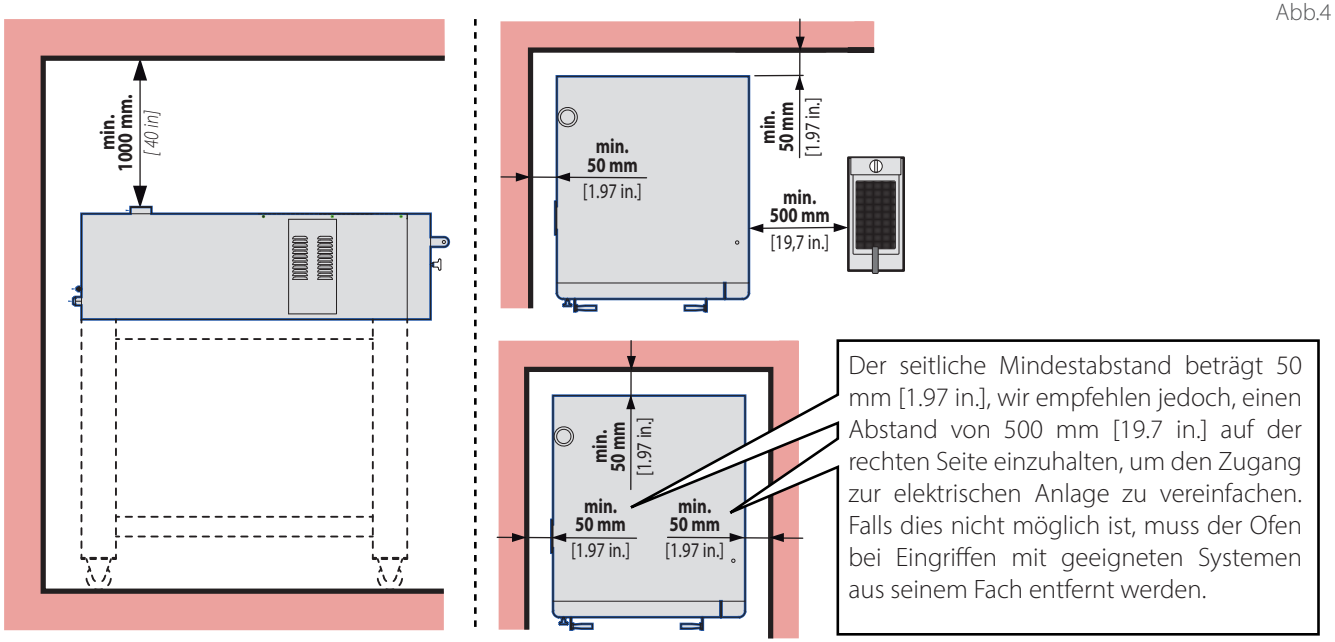

Abb.4
- dass die Mindestabstände des Ofens zu den **Wänden,** anderen **Geräten**, **Gegenständen** und **brennbaren Materialien** ▶ Abb.4 eingehalten werden können. Falls sich warme oder kalte Geräte in der Nähe befinden, muss ein Abstand von **500 mm [19.7 in.]** eingehalten werden.